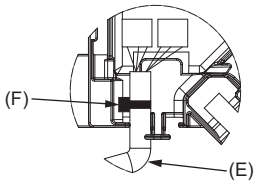

Abb. 10-10
- **Den Kabelbinder zur Sicherung des Klappenmotorkabels wie in der Abbildung dargestellt am Anschlusskasten anbringen. (Abb. 10-10)**